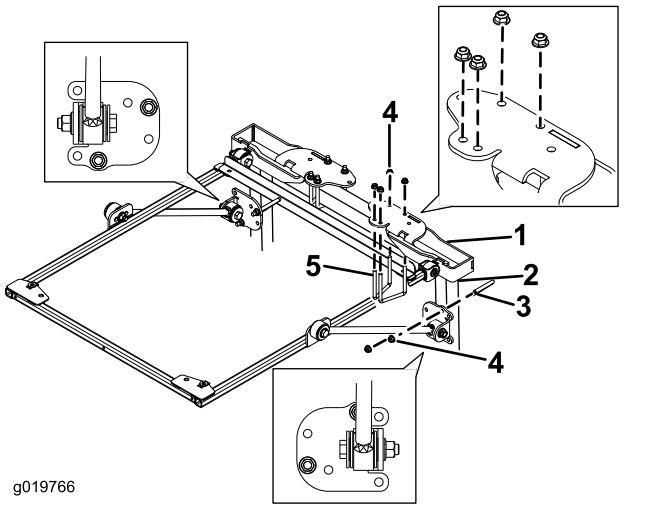

図 22
9. ROPS取り付けブラケットを、トラクションユニットROPSの上部にセットする図 22。ROPS が
10. 図 22 に示されている取り付け穴を利用して、各ROPS 取り付けブラケットをROPS上部に取り付けるUボルト2¾"2本とフランジナット4個を使用する。
11. 図 22 に示されている取り付け穴を利用して、各ブレースブラケットをROPSの柱材に取り付けるUボルト4"2本とフランジナット2個を使用する。